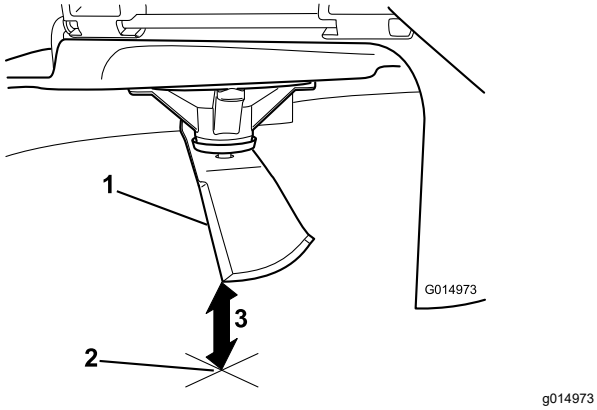

Figura 61
3. Mida desde la punta de la cuchilla hasta la superficie plana (Figura 61).